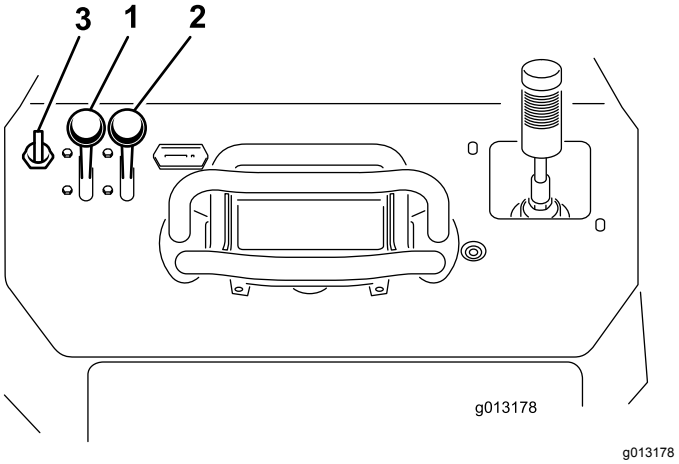

Figur 16
1. För gasreglaget till mittläget mellan det LÅNGSAMMA och det SNABBA läget (Figur 16).
2. För chokereglaget till det PÅSLAGNA läget (Figur 16).
3. Vrid nyckeln till det PÅSLAGNA läget (Figur 16). Släpp nyckeln när motorn startar.
4. För gradvis choken till det AVSLAGNA läget (Figur 16). För choken framåt igen om motorn stannar eller hackar så att den värms upp ordentligt.
5. För gasreglaget till önskat läge (Figur 16).
2. För gasreglaget till det LÅNGSAMMA läget (Figur 16).